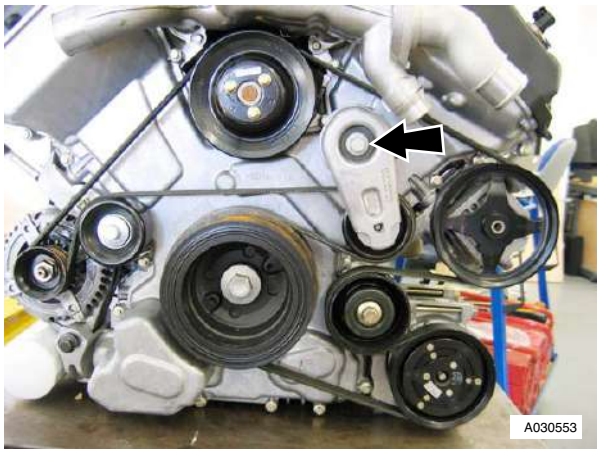

Figure 1
2. Release drive belt tensioner, release drive belt from idler pulley (see Figure 1).